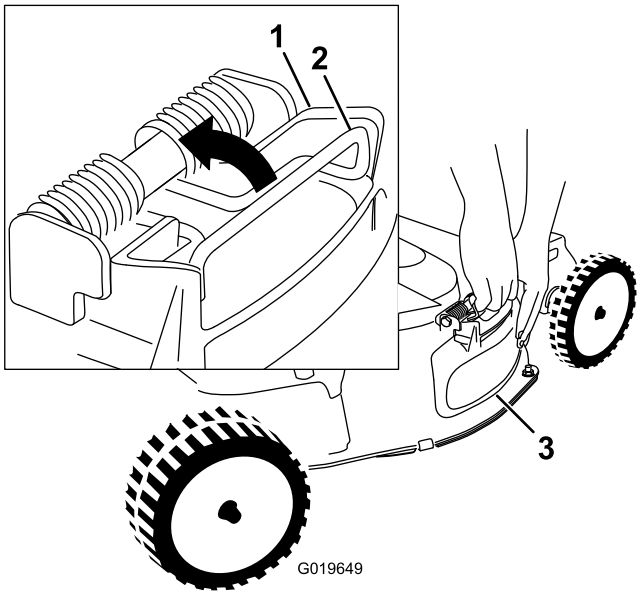

Rysunek 26
4. Zdemontuj boczny deflektor wyrzutowy poprzez pociągnięcie w górę sprężyny mocującej go w danym miejscu; następnie usuń deflektor (Rysunek 26).